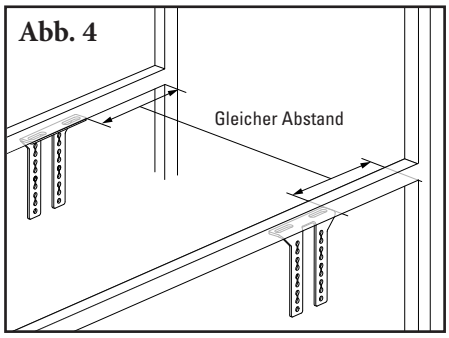

Abb. 4
4. **Die Montagewinkel rechtwinkelig anbringen.** Von einer festen Stelle an beiden Seiten messen, um die richtige Ausrichtung sicherzustellen (Abb. 4)